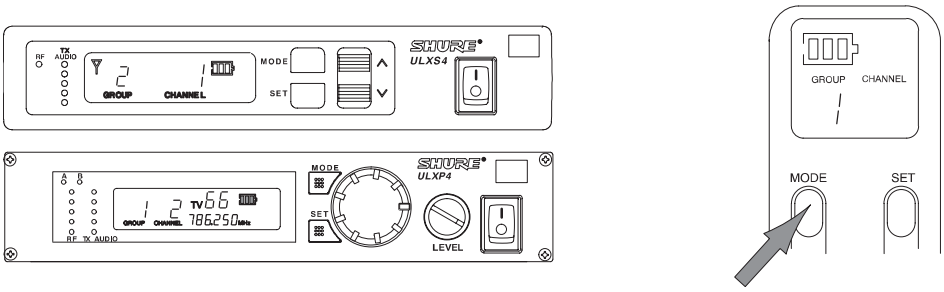

FIGURA 25
1. Tenete presenti i numeri di gruppo e canale che appaiono sul display del ricevitore. Tenete premuto il pulsante MODE finché viene visualizzato solo il numero di gruppo (Group), come illustrato in Figura 25.